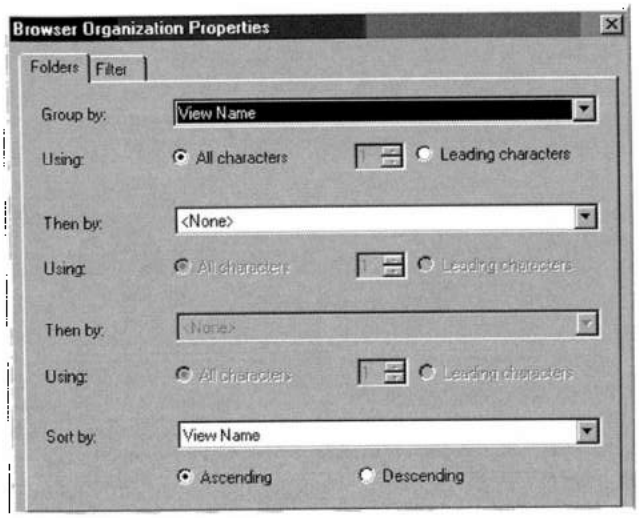

Рис. 2.16. *Настройка структуры в Навигаторе проекта*
2. Установить флажок перед именем организации видов и кнопкой **Edit** открыть бокс **Browser Organization Properties** (рис. 2.16).